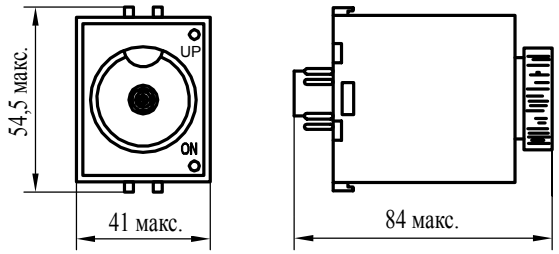

Рисунок 1. Габаритные и монтажные размеры JSZ3A-, C-, F, K, Y
5.1 Габаритные и монтажные размеры: см. рис. 1–4;